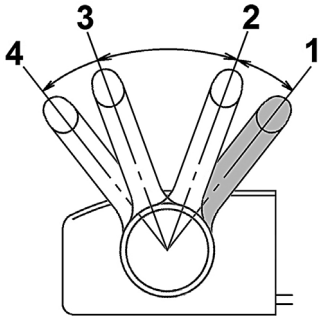

Рис. 11 Запуск двигателя
1. Установите рычаг газа в положение «1» (Рис. 11).